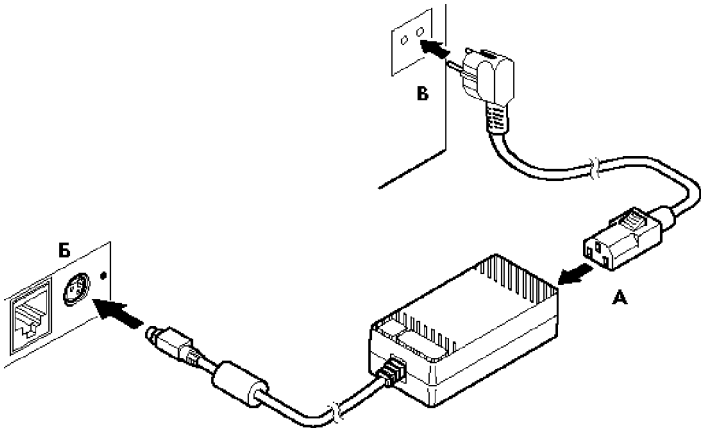

Рисунок 4 Подключение кабелей питания
1. Подсоедините вилку кабеля питания к адаптеру (см. Рис. 4, позиция А);
2. Вставьте вилку кабеля адаптера в разъём под кабель питания на задней стенке ККТ (см. Рис. 4, позиция Б);